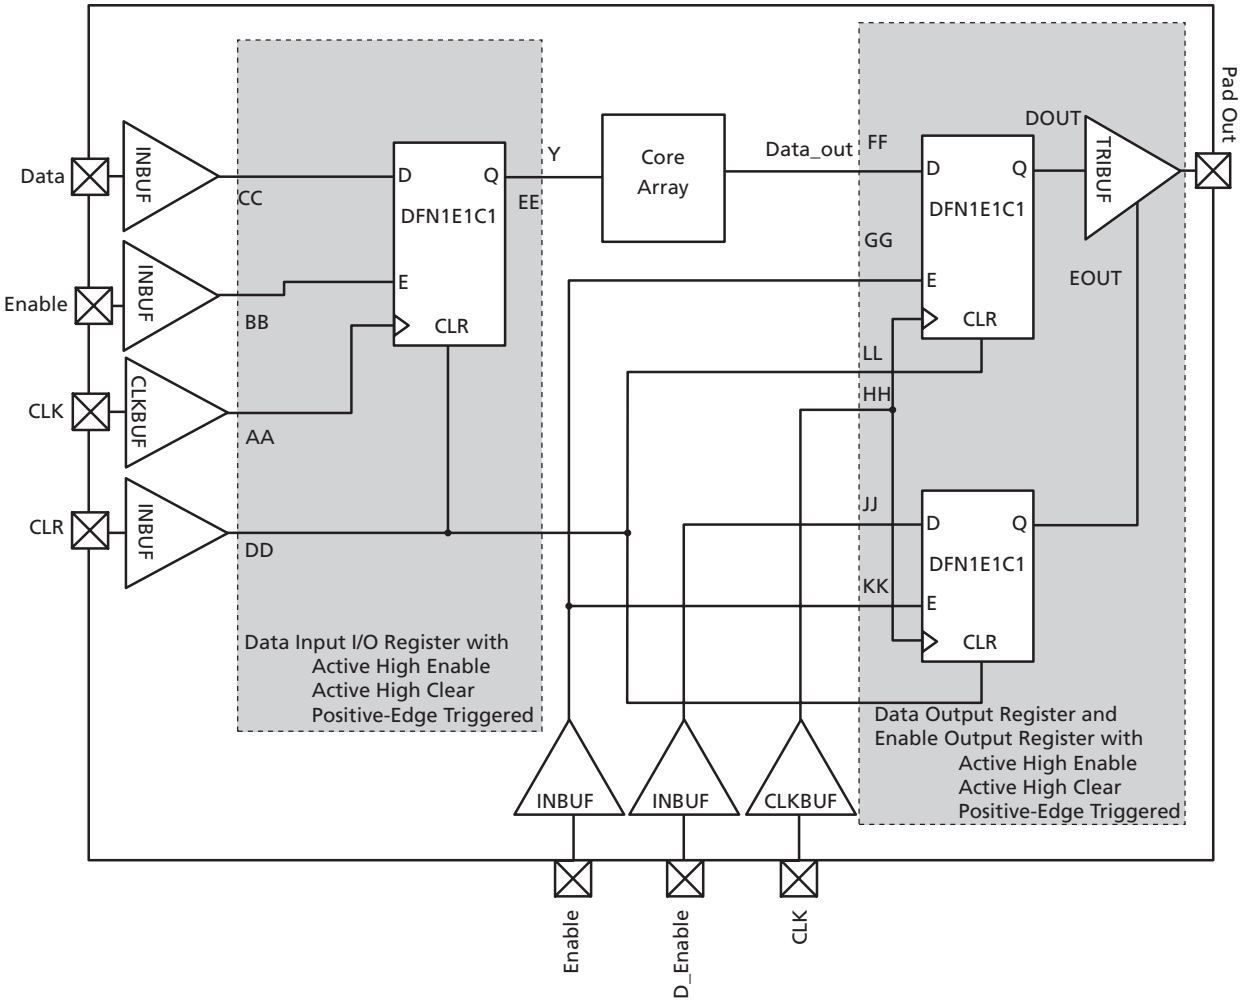

Figure 2-17 • **Timing Model of the Registered I/O Buffers with Synchronous Enable and Asynchronous Clear**
* *See Figure 2-17 on page 2-70 for more information.*